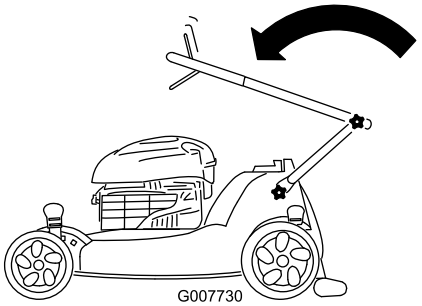

Bild 42
2. Klappen Sie den oberen Bügel nach vorne, siehe Bild 42.